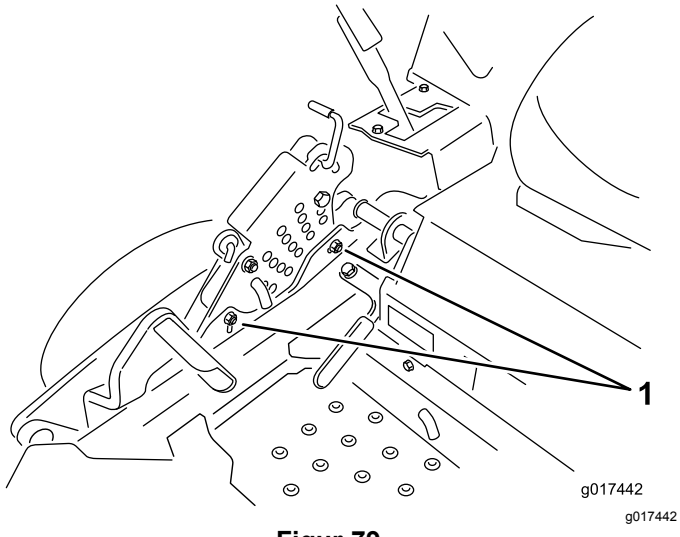

Figur 79
12. Hvis du vil justere ettrinnsjusteringsenheten, må du løsne de to boltene nederst på klippehøydeplaten (Figur 79).
14. Trekk til de to boltene nederst på klippehøydeplaten (Figur 79).